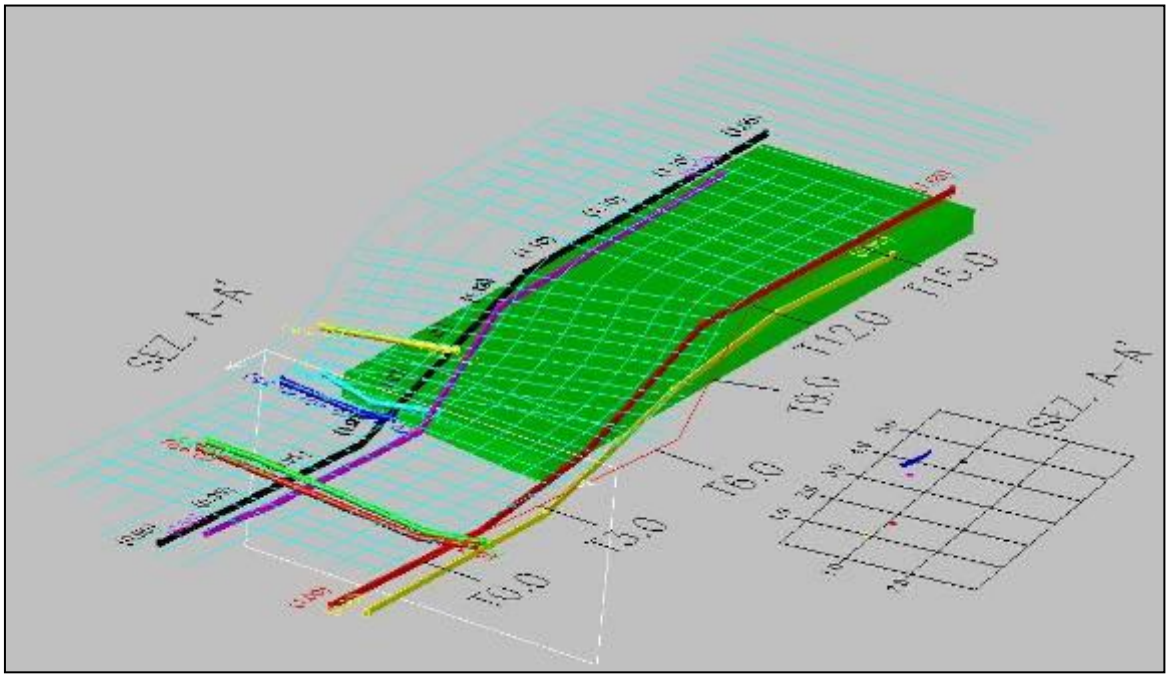

Fig. 3.6 – 3D View with rendering activated
8. *Shade 3D Objects*  automatically executes a "rendering" of all the 3D elements in the AutoCad file see Fig. 3.6.